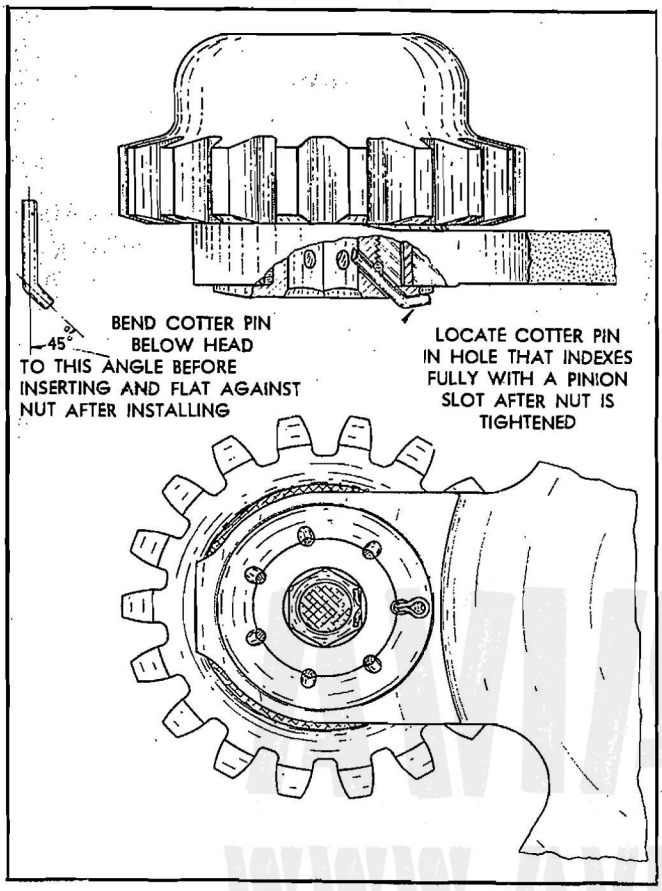

Figure 177—Cotterpinning of Reduction Gear Pinion Retaining Nut
e. Select cotter pins to be used for locking the pinion bolts. Bend the flat heads of the cotter pins to an angle of approximately 45 deg, using the cotter pin bending tool (Tool No. 800375). Insert the cotter pins in the bolts so that the heads lie flat against the bottom of the recess in the bolt heads. Spread the ends of the cotter pins inside the bolts. Refer to Figure 177. Insure that the cotter pins are installed tightly to avoid